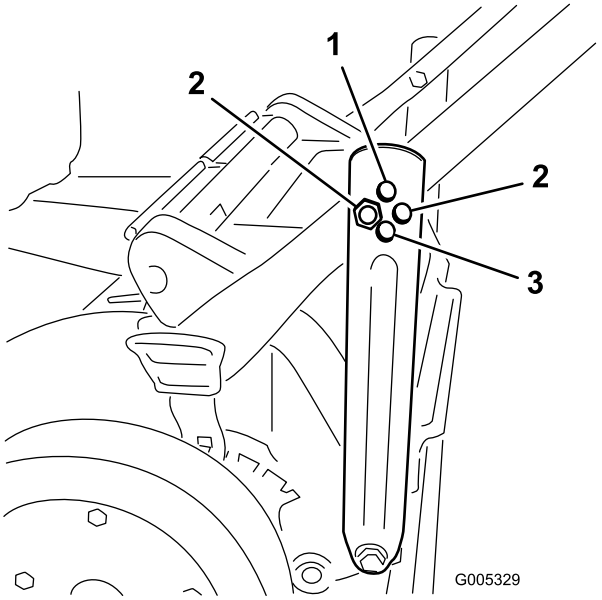

Bild 4
2. Stecken Sie die Schraube durch das Loch an jedem Griffbügel, mit dem der Griff in die gewünschte Stellung gebracht wird, und ziehen Sie die Schraube fest (Bild 4).